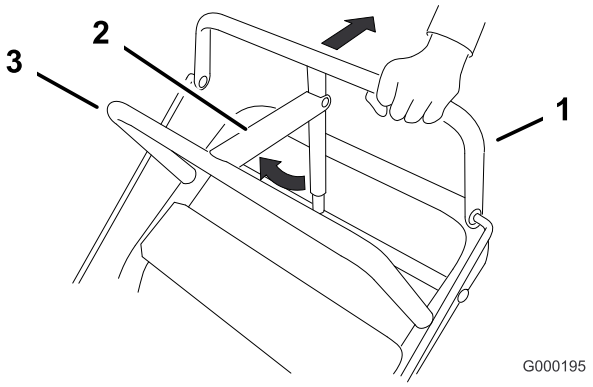

Figur 7
1. Dra den övre styrstången (Figur 7) bakåt och håll kvar den där.
2. Lyft upp parkeringsbromslåset (Figur 7) och släpp successivt den övre styrstången. Bromslåset ska stanna i det aktiva (låsta) läget.